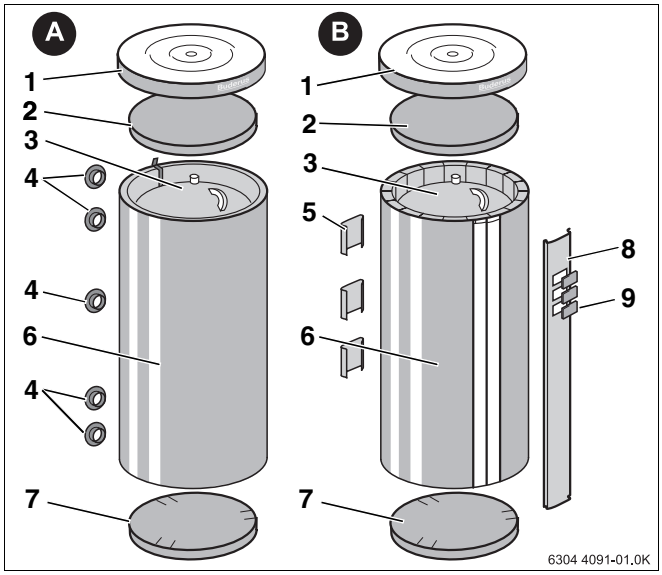

Abb. 1 A: Logalux PR500/750/1000 - 80
3.1 Lieferumfang Logalux PR500/750/1000 - 80 (Abb. 1 „A“) . . . 5
3.2 Lieferumfang Logalux PR500/750/1000 - 120 (Abb. 1 „B“) . . . 5
3.1 Lieferumfang Logalux PR500/750/1000 - 80 (Abb. 1 „A“)
– Speicherbehälter (Abb. 1, **Pos. 3**)
– Speicherhaube (Abb. 1, **Pos. 1**)
– Rosetten (Abb. 1, **Pos. 4**).
– Wärmeschutzmatte, 80 mm dick (Abb. 1, **Pos. 6**)
– obere und untere Wärmeschutzscheibe (Abb. 1, **Pos. 2** und **7**)
3.2 Lieferumfang Logalux PR500/750/1000 - 120 (Abb. 1 „B“)
– 2 Wärmeschutzmatten, 120 mm dick (Abb. 1, **Pos. 6**)
– Verschlussblende (Abb. 1, **Pos. 8**) mit Abdeckungen (Abb. 1, **Pos. 9**)
– 3 kurze Verschlussblenden (Abb. 1, **Pos. 5**)